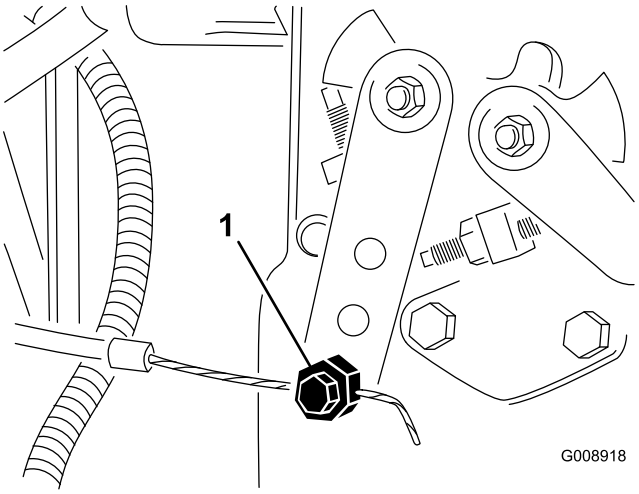

Figur 55
2. Løsn gaskabelforbindelsesdelen på indsprøjtningspumpens løftearm (Figur 55).